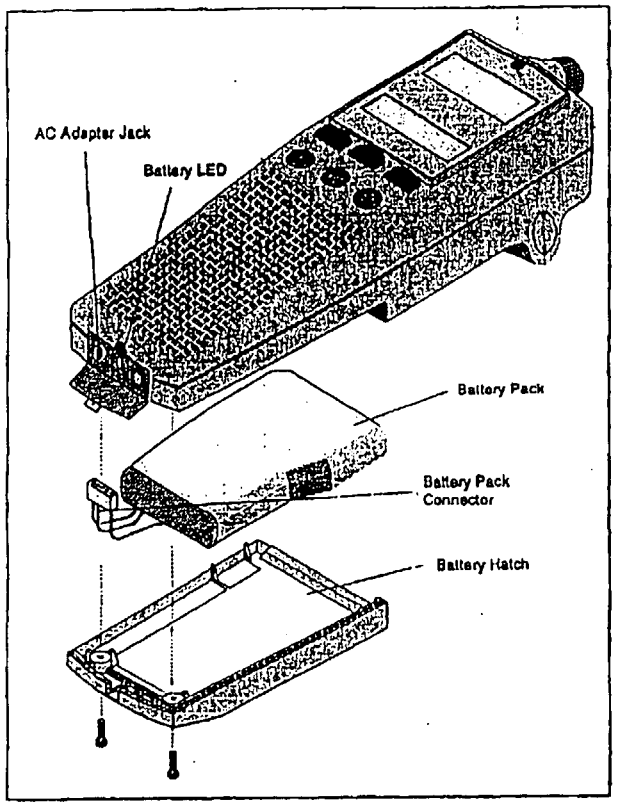

Figure 1 Battery Pack Removal and Replacement
2. Locate the battery hatch on the back of the instrument. See Figure 1.
1. Plug the AC adapter into the jack located on the back of the 2020. See Figure 1.